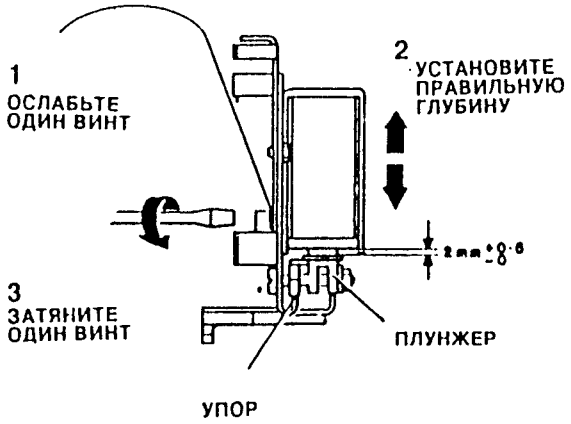

Рис. 2. Регулировка положения плунжера соленоида SOL05-020 по глубине
2. Отрегулируйте положение плунжера по глубине (смотрите Рис. 2).